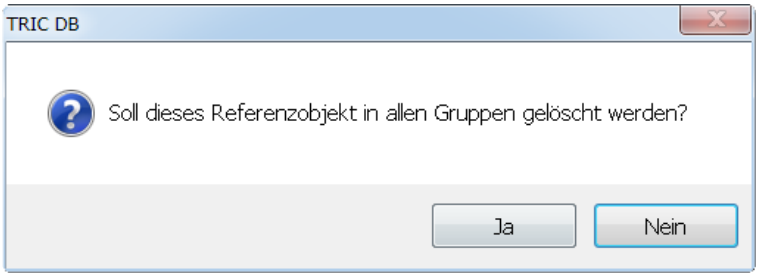

Bild 32.35 – Abfrage beim Löschen: Warnung vor identischen Referenznummern
- Wenn Sie bestätigen, erfolgt die Frage, ob das Referenzobjekt aus *sämtlichen* Referenzstandards gelöscht werden soll (Abb. 32.35).